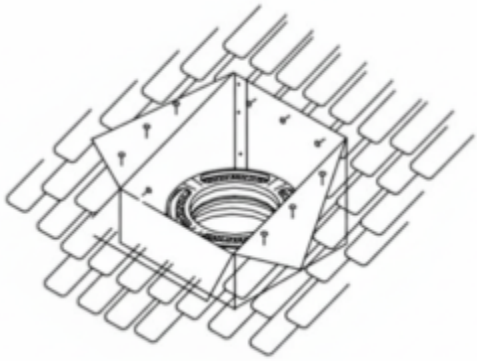

Fig 17
3. Install Square Ceiling Support Box: Slip the Square Ceiling Support Box into the framed opening so the square portion projects at least 2 inches below the finished ceiling and rafters, and extends above the ceiling to framing or decking materials that it can be nailed to. Level the Support Box, and slit the corners to the roofline where they extend beyond it. Secure using (3) 8-penny nails, or (3) 1-½" #8 screws, per side (Fig 17).